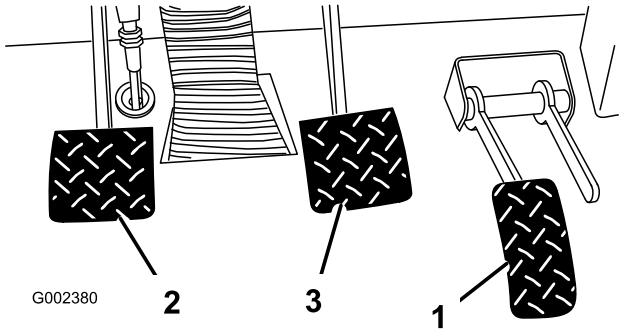

Figuur 69
2. Til het rempedaal omhoog (Figuur 69) totdat dit contact maakt met het frame.